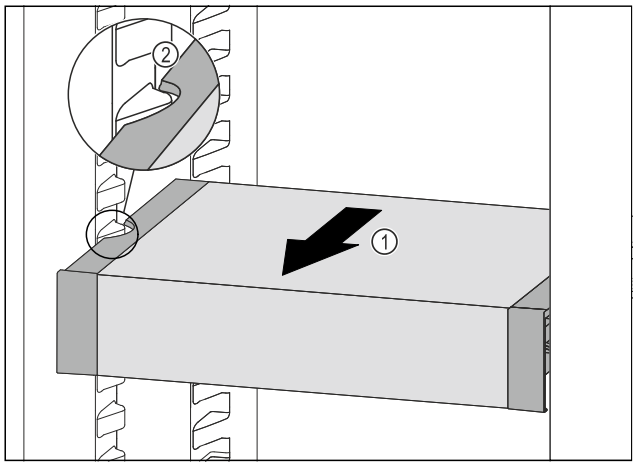

Fig. 101
▶ VarioSafe nach vorne ziehen *Fig. 101 (1)*, bis sich die seitlichen Aussparungen des VarioSafes auf Höhe der Behälterrippe im Kühlteil befinden. *Fig. 101 (2)*